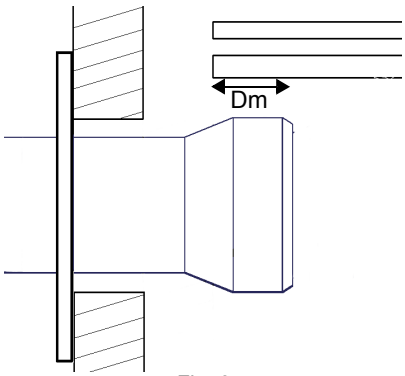

Fig. 6
- Pressurised boilers with flame reversal: in this case the blast tube must penetrate **Dm** 50 ÷ 100 mm into combustion chamber in respect to the tube bundle plate.(Fig. 6)